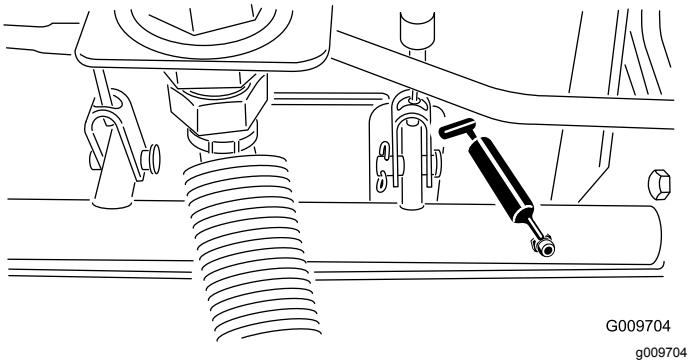

**Figur 43**
- Bremseakslens pinollejer (5) (Figur 43)